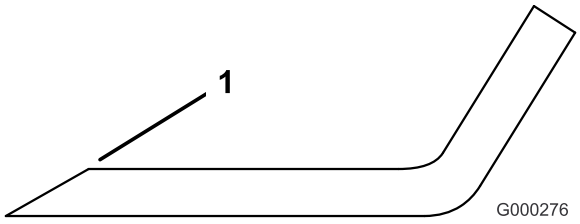

**Figuur 26**
**Opmerking:** Gebruik een vijl om de bovenkant van het mes te slijpen en de oorspronkelijke snijhoek te behouden en te zorgen dat het mes scherp blijft (Figuur 26). Het mes zal in balans blijven als dezelfde hoeveelheid metaal aan beide snijranden wordt weggehaald.